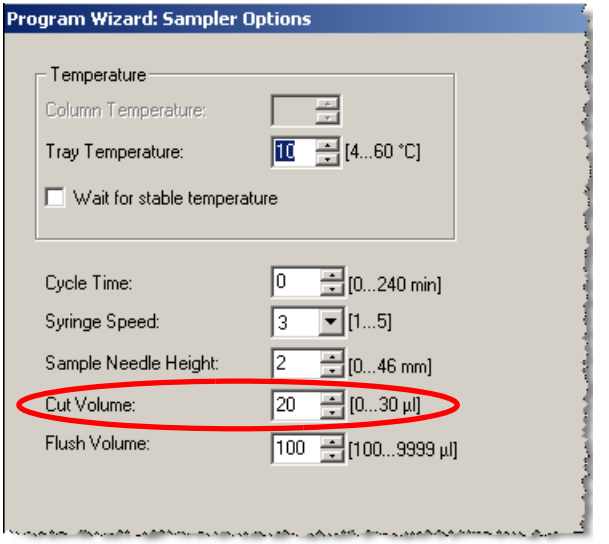

Figure 3-21. Program Wizard: Specifying the Cut Volume
3. In the Chromeleon or Chromeleon Xpress program (see Figure 3-21), or on the **SYSTEM PARAMETERS** screen, enter a cut volume greater than zero.
3. In the Chromeleon or Chromeleon Xpress program (see Figure 3-21), or on the **SYSTEM PARAMETERS** screen, enter a cut volume of zero.